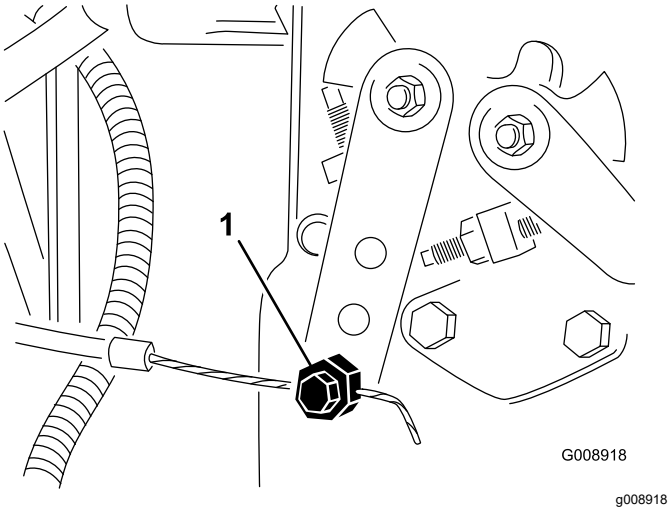

**Figur 83**
4. Lossa gasreglagekabelns kontaktdon på spaken vid insprutningspumpen (Figur 83).